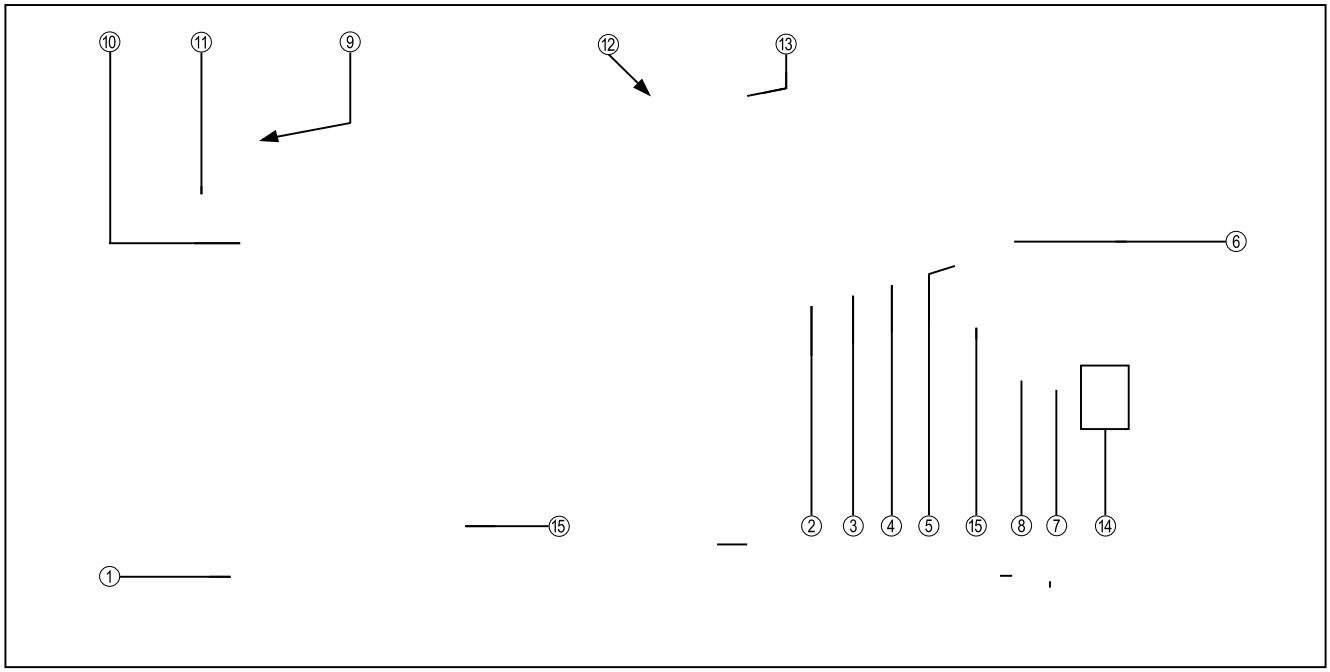

Fig.1 Chargeur de batteries Selectiva Eco
Le schéma électrique et une description de la fonction de la protection anti-démarrage se trouvent sur l'autocollant ⑮ (Fig.1).